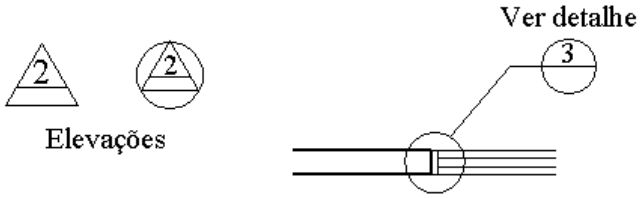

FIGURA 18
5) Sempre que houver elevações e detalhes no projeto, estes deverão ser localizados em planta, ficando a simbologia a critério do desenhista (FIGURA 18).